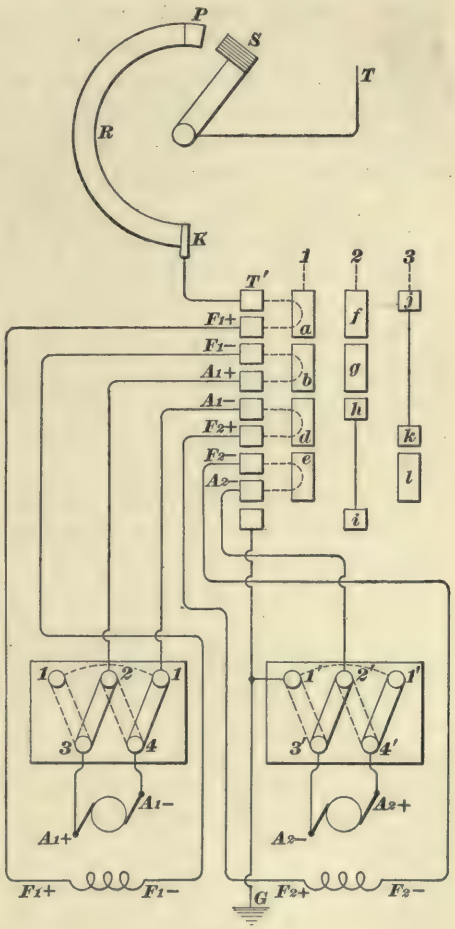

FIG. 44.
**54. A Type of Series Cut-Out.**—Fig. 44 shows the connections on a series cut-out box. There are three positions of the drum, as indicated by the numbered dotted lines. On the first notch both motors are in, and the path of the current is $T$–$S$–$P$–$R$–$K$–$T'$–$a$–$F_1$+–$F_1$+–$F_1$–$F_1$–$b$–$A_1$+–$2$–$3$–$A_1$+–$A_1$–$4$–$1$–$A_1$–$d$–$F_2$+–$F_2$+–$F_2$–$F_2$–$c$–$A_2$–$2'$–$3'$–$A_2$–$A_2$+–$4'$–$1'$–$1'$–$G$. On the second notch, No. 2 motor is cut out, and its place is taken by copper connections $h\,i$. On the third notch, No. 1 motor is cut out, and its place is taken